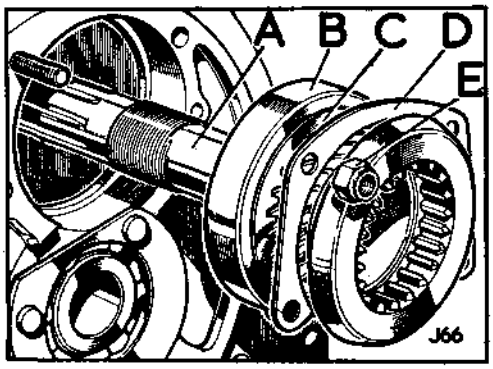

**Fig. C1-139. Primary pinion and bearing assembly**
4. Press the primary pinion and bearing assembly into the bell housing, and secure the fixings, see Fig. C1-139.